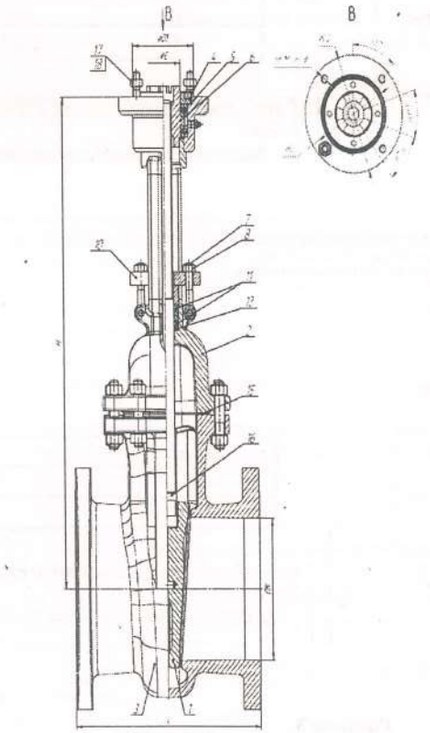
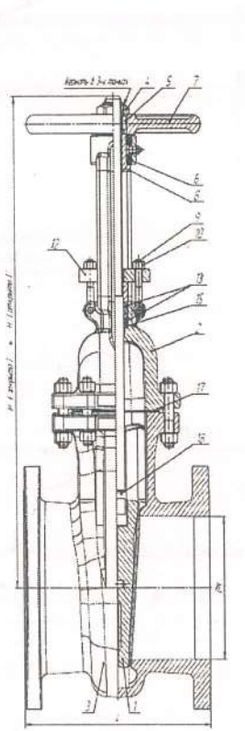

Рисунок 1. Задвижка клиновая с выдвижным шпинделем под электропривод (редуктор)
Рисунок 2. Задвижка клиновая с выдвижным шпинделем с ручным приводом
1.15.1 Задвижки представляют собой техническое устройство и состоят из следующих основных частей (см. рисунок 1, рисунок 2):
Маховик через гайку шпинделя (задвижка с ручным управлением, рисунок 2) или приводной вал электропривода, редуктора через гайку шпинделя кулачковую - полумуфту (задвижка под электропривод или с редуктором, рисунок 1) сообщает шпинделю поступательное или вращательное движение. Клин, соединенный со шпинделем, опускается или поднимается в зависимости от направления вращения маховика или вала электропривода, редуктора, закрывая или открывая проходное сечение корпуса задвижки.